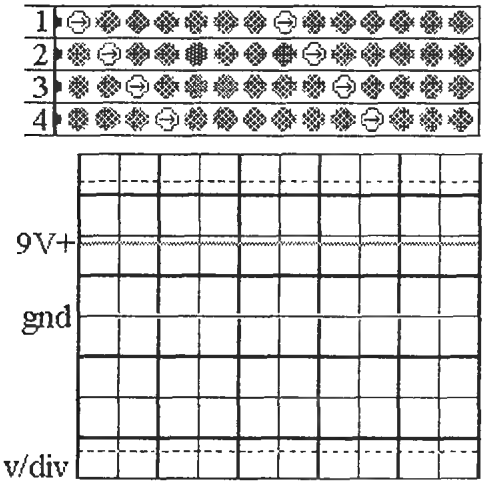
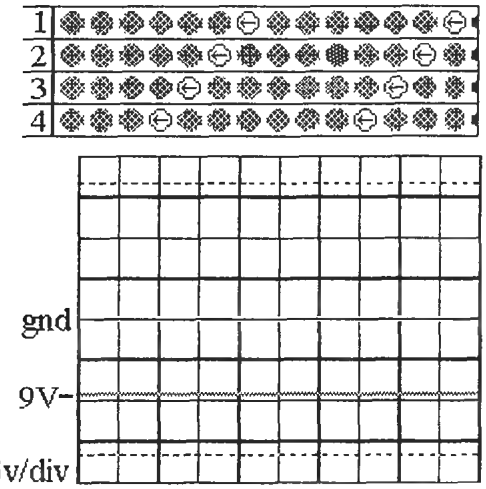

Figure L49-1
Figure L49-2
We always hear the terms *direct current* (DC) and *alternating current* (AC). Direct current means that the current in the system is always flowing in one direction. Electronics depends on direct current. Naturally, flowing water has been a good comparison for positive DC voltage V+. Water always flows in one direction—downhill, toward the lowest point. Direct current is easily generated by chemical reactions in batteries. Figure L49-1 shows positive movement of electrons while the scope shows the voltage is above ground. So the voltage pushes the electrons one way. However, what happens when the voltage is reversed, and pushes the electrons the "other way"? Figure L49-2 shows us how that really works.